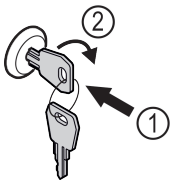

Fig. 191 Reprezentare exemplificatoare
▶ Introduceți cheia prin apăsare *Fig. 191 (1)*.
▶ Rotiți cheia cu 90° în sensul acelor de ceasornic *Fig. 191 (2)*.